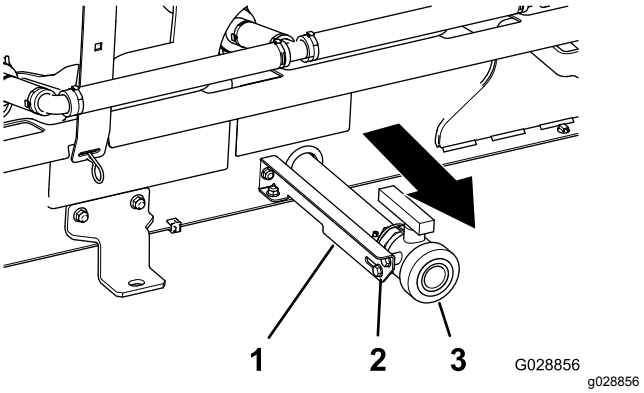

Figur 11
A. På venstre side af tanken skal du løsne de 2 flangehovedbolte, der fastgør aftapningsventilen til ventilstøttebeslaget (Figur 11).
B. Flyt aftapningsventilen til den yderste placering i beslagets huller (Figur 11).
C. Stram de 2 flangehovedbolte (Figur 11).